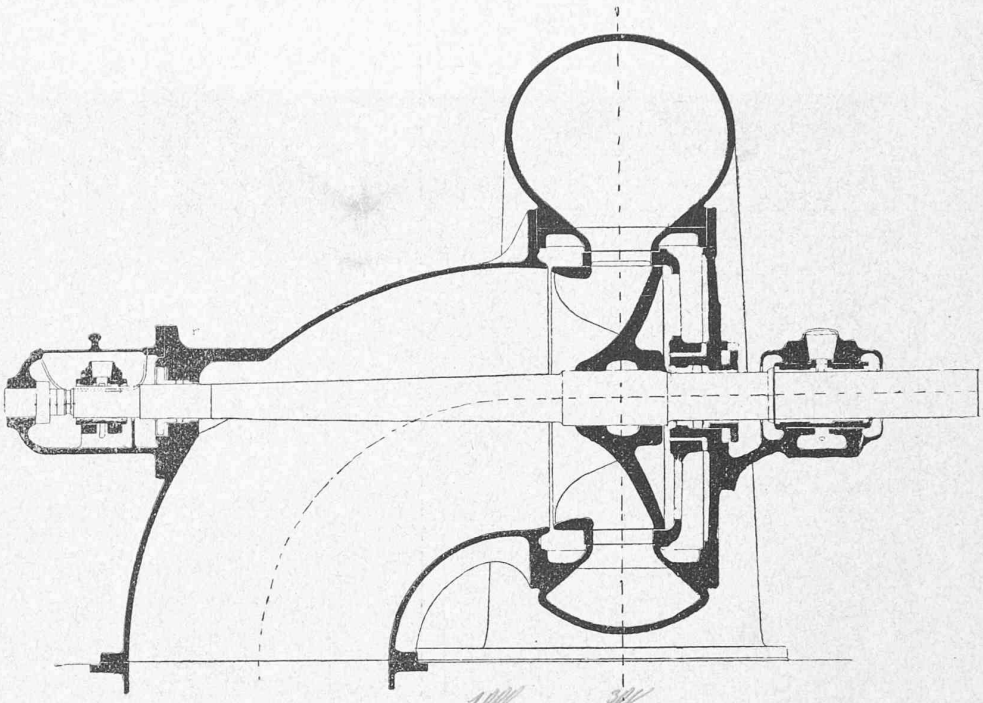
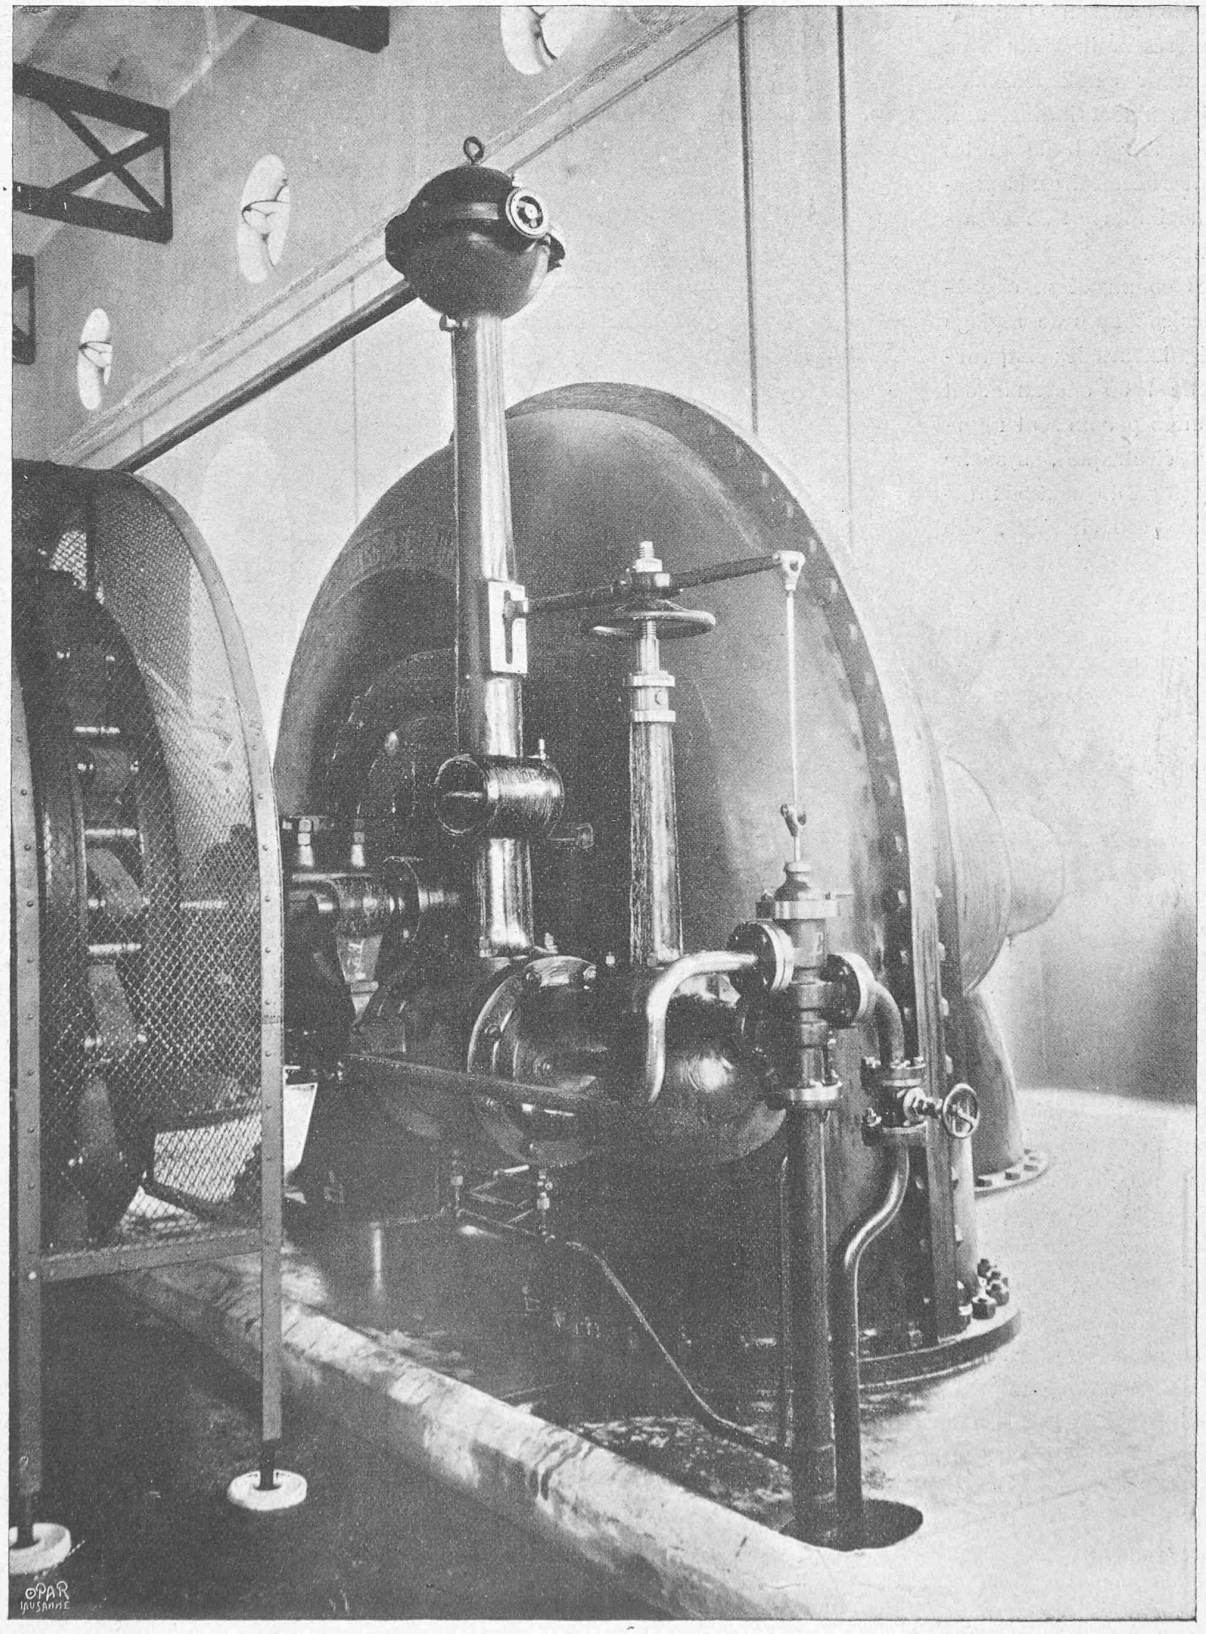

Fig. 7. — Turbine Francis de 120 chevaux ; 750 tours par minute.
Fig. 10. — Turbine Francis, actionnant deux génératrices à courant continu.
**Turbines.** — Les turbines installées actuellement sont au nombre de huit, dont cinq de 1000 chevaux du système Francis actionnent les génératrices à courant continu système série (fig. 10), deux de 120 chevaux commandent les génératrices triphasées destinées à l'éclairage de l'usine et des localités environnantes (fig. 7) ; une petite turbine à aubes en forme de cuiller met en mouvement la pompe destinée à la production d'huile pour les appareils de réglage.